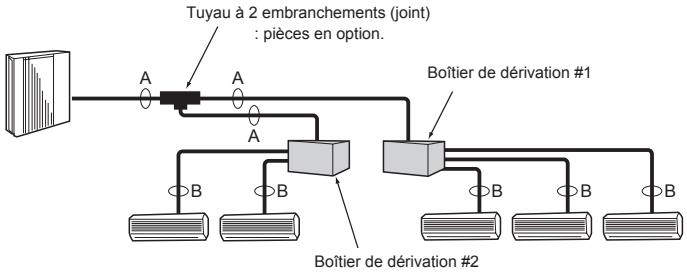

Fig. 5-2
5.4. Sélection de la taille du tuyau (Fig. 5-2)